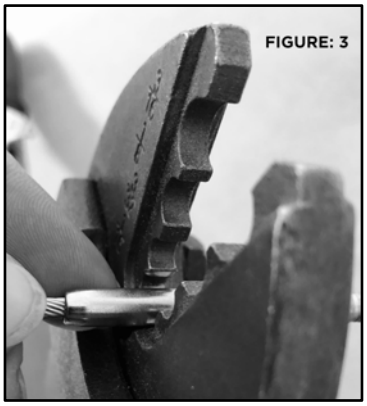

FIGURE: 3
3. The distance from the crimper to the end of the fitting (where the cable inserts into the end-fitting) should be approximately ½” – ¾” (FIGURE: 3)